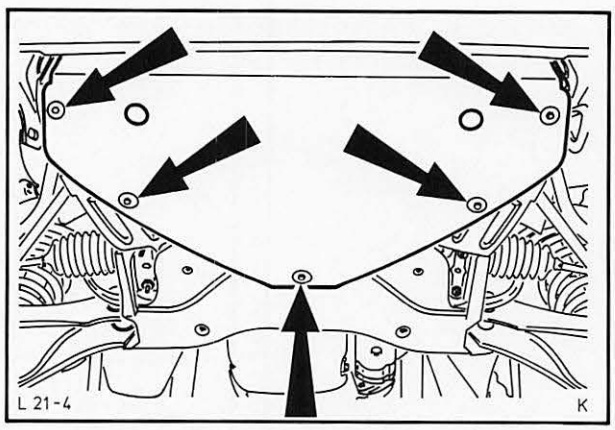

Abb. 67 Spritzpappe anbauen
18. Untere Motorabdeckung (Spritzpappe) anbauen, Abb. 67.